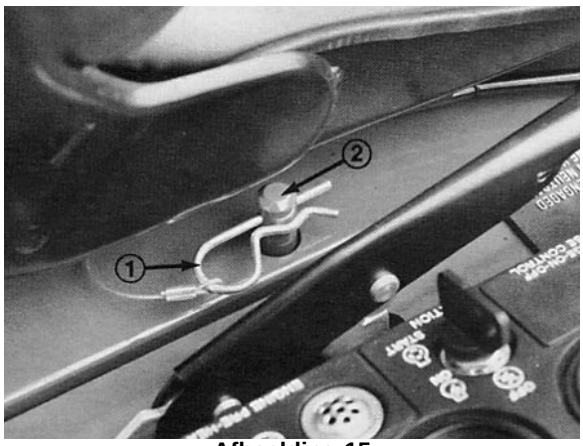

Afbeelding 15
1. Verwijder de borgclip uit de steun van de stoel (Afb. 15).